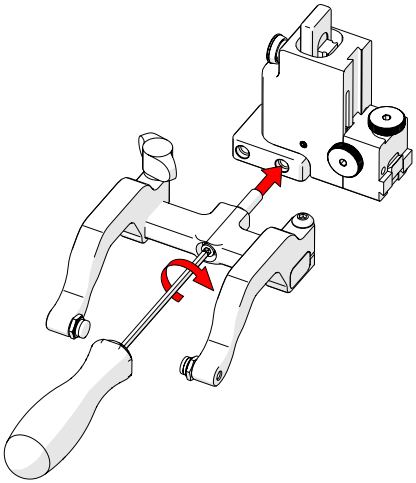

Fig. 111 - Screw into threaded hole
7. Screw the yoke to the probe holder *(Fig. 111)*.